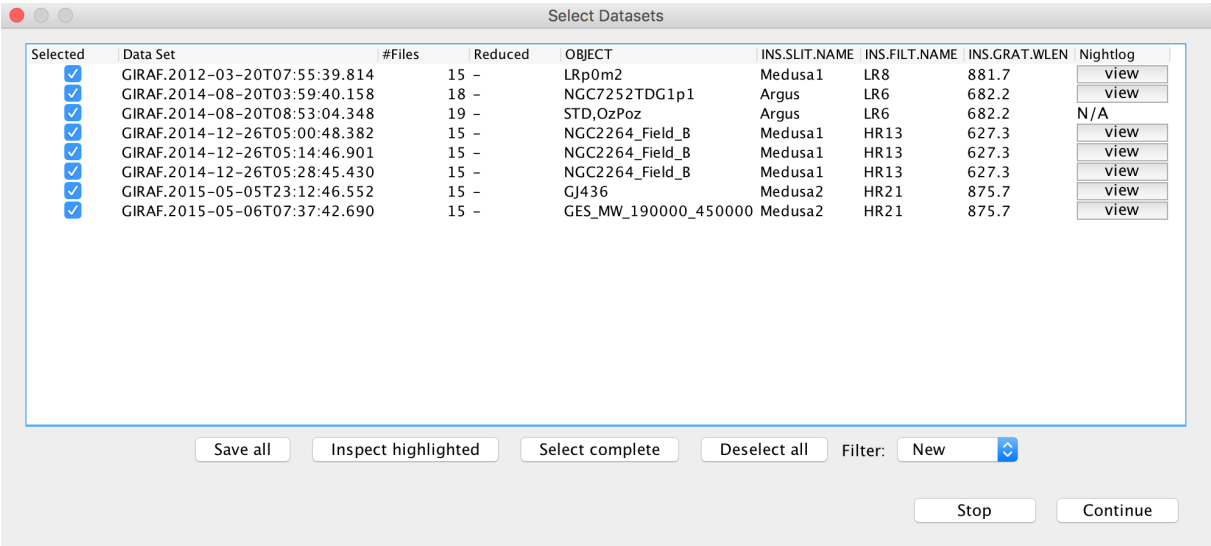

Figure 3.2: *The 'Select Datasets' pop-up window. Note it may be necessary to increase the width of the window in order to see all the information.*
7. The `Data Set Chooser` actor will be highlighted next and will display a "Select Datasets" window (see Figure 3.2) that lists the datasets along with the values of a selection of useful header keywords[5]. The first column consists of a set of tick boxes which allow the user to select the datasets to be processed. By default all complete datasets which have not yet been reduced will be selected. A full description of the options offered by the `Data Set Chooser` will be presented in Section 6.3.2.